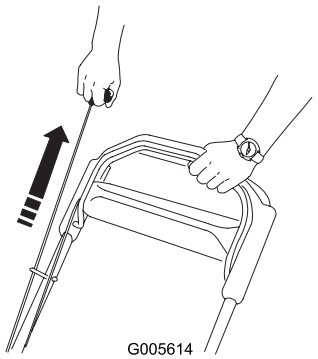

Figura 18
3. Puxe o arrancador de retrocesso (Figura 18).